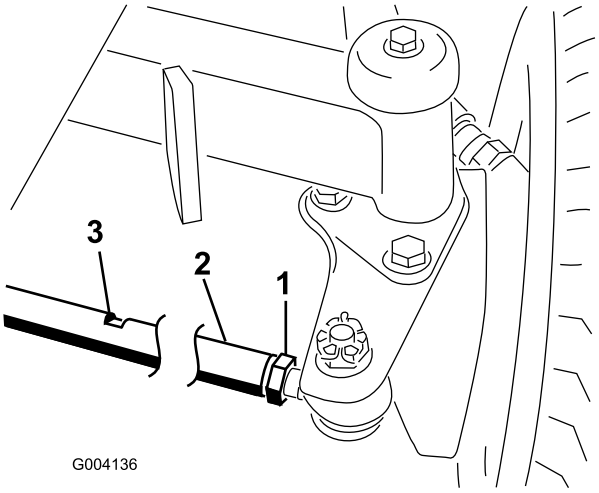

Figur 63
2. Lossa kontramuttern i båda ändar av dragstången (Figur 63).